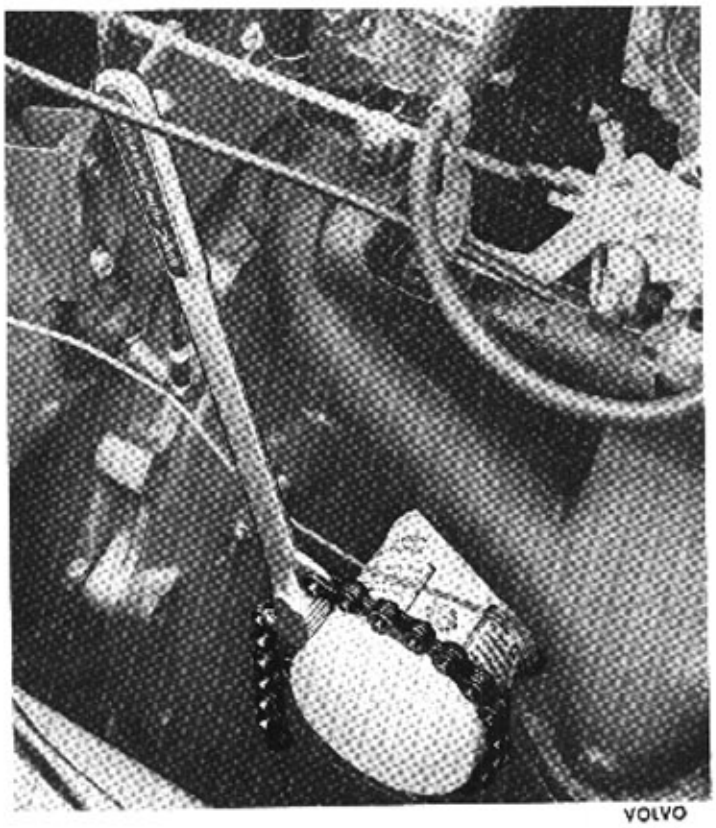

Bild 22-4. Demontering av oljerenare
Oljerenaren (bild 22-4) är tillsammans med insats och överströmningsventil, som en enhet fastskruvad på en nippel som är fastsatt i blocket.
1. Demontera den gamla renaren med hjälp av ett verktyg, enligt bild 22-4.